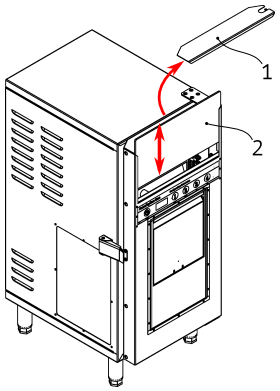

Рисунок 5
2. На верхнем крае двери находится планка 1 (см. Рис. 5) зафиксированная магнитными креплением к двери. Снимите планку движением вбок и вверх.